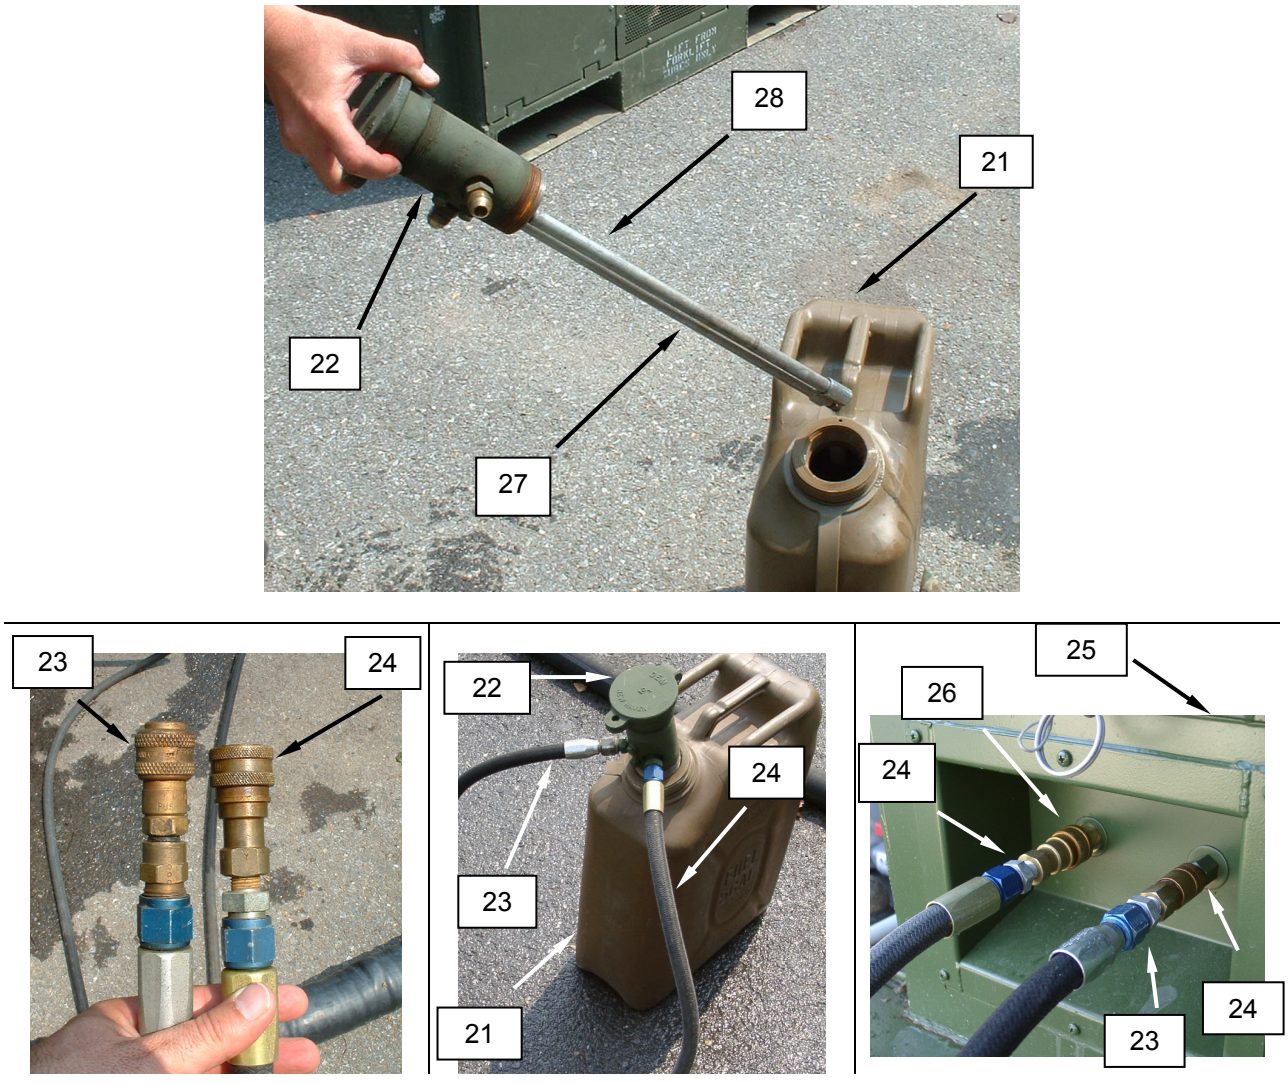

Figure 8. Setting Up the Fuel Supply.
1. Locate the one 5 gallon fuel can (empty upon transport) **(Figure 8, Item 21)** supplied with the CBL in order to support the operation of the water boiler.
2. Fill the fuel can with an approved fuel such as JP-8, DF-1, or DF-2 and install the fuel can adapter **(Figure 8, Item 22)**.
3. Connect the return hose **(Figure 8, Item 23)** from the fuel can adapter **(Figure 8, Item 22)** to the return connection **(Figure 8, Item 24)** on the service panel **(Figure 8, Item 25)** at the washer end of the CBL. Connect the fuel supply hose **(Figure 8, Item 24)** from the fuel can adapter to the fuel supply connection **(Figure 8, Item 26)** on the service panel.
Bulk supplies of fuel such as 55 gallon fuel drums can also be used if the return tube **(Figure 8, Item 27)** is removed and attached to the pickup tube **(Figure 8, Item 28)**.